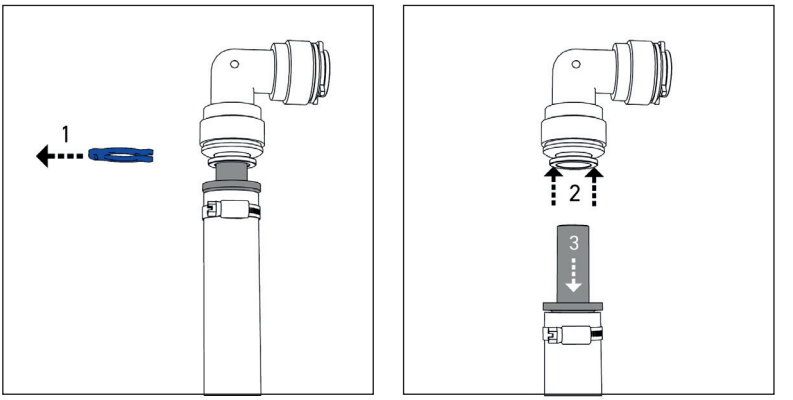

Abbildung 25
- Entfernen Sie die Wasserleitungen von den Wasseranschlüssen der UV-Einheit *(Abbildung 25)*. Entfernen Sie zuerst den Sicherungs-Ring (1). Das Halteelement mit den Fingern oder unter Zuhilfenahme einer Lösehilfe (z.B. Sicherungs-Ring) zurückdrücken und festhalten (2). Das eingesteckte Rohr/Schlauch kann nun entfernt werden (3).